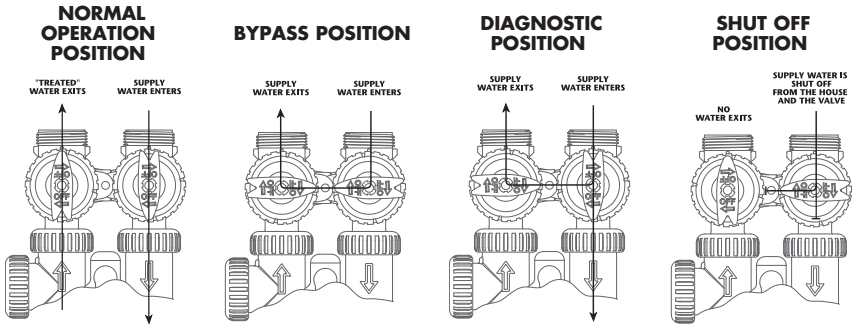

FIGURE 1 FIGURE 2 FIGURE 3 FIGURE 4
1. **Gewone bedrijfsstand:** de inlaat- en uitlaathendels staan in de stromingsrichting die wordt aangegeven door op de stuurklep gegraveerde pijlen. Het water stroomt door de stuurklep voor normaal gebruik als waterontharder of filter. In deze stand wordt het apparaat tijdens de regeneratiecyclus van regeneratiewater voorzien en wordt tegelijk onbehandeld water naar het verdeelsysteem toegevoerd **(zie fig. 1)**.